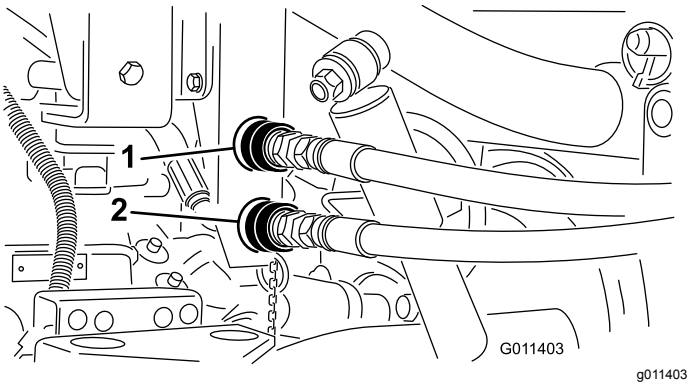

Figuur 17
3. Maak de snelkoppelingen (Figuur 17) van de topdresser schoon voordat u deze aansluit. Vuile snelkoppelingen kunnen het systeem verontreinigen. Sluit na het reinigen de beide snelkoppelingen aan op de Workman. De slangen zijn aangeduid met 'A' en 'B'. Monteer de juiste slang op de snelkoppelaars. Zorg ervoor dat de beide snelkoppelaars volledig ingebracht zijn.
Opmerking: De koppelaars in Figuur 17 zijn van voertuigen met een serienummer lager dan 239999999.